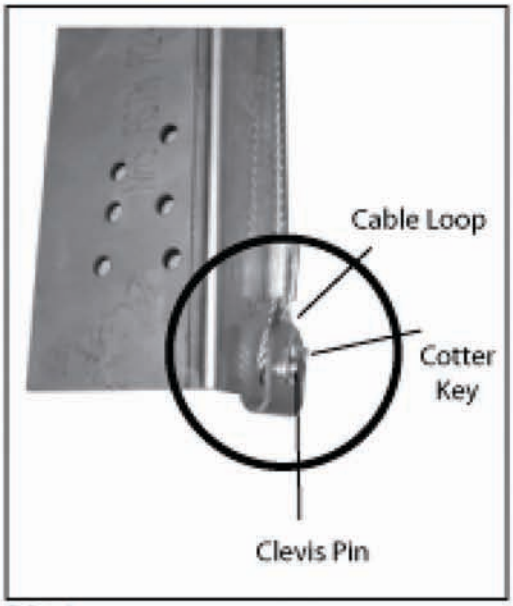

FIG 6-A
Step 6-6: Place " U " Roller Bracket on top of bottom bracket, align holes, and attach with four self tapping screws. (FIG. 6-C) Note: Place the U-Bracket on the bottom bracket with the pre-drilled holes towards the top. Repeat with left side.